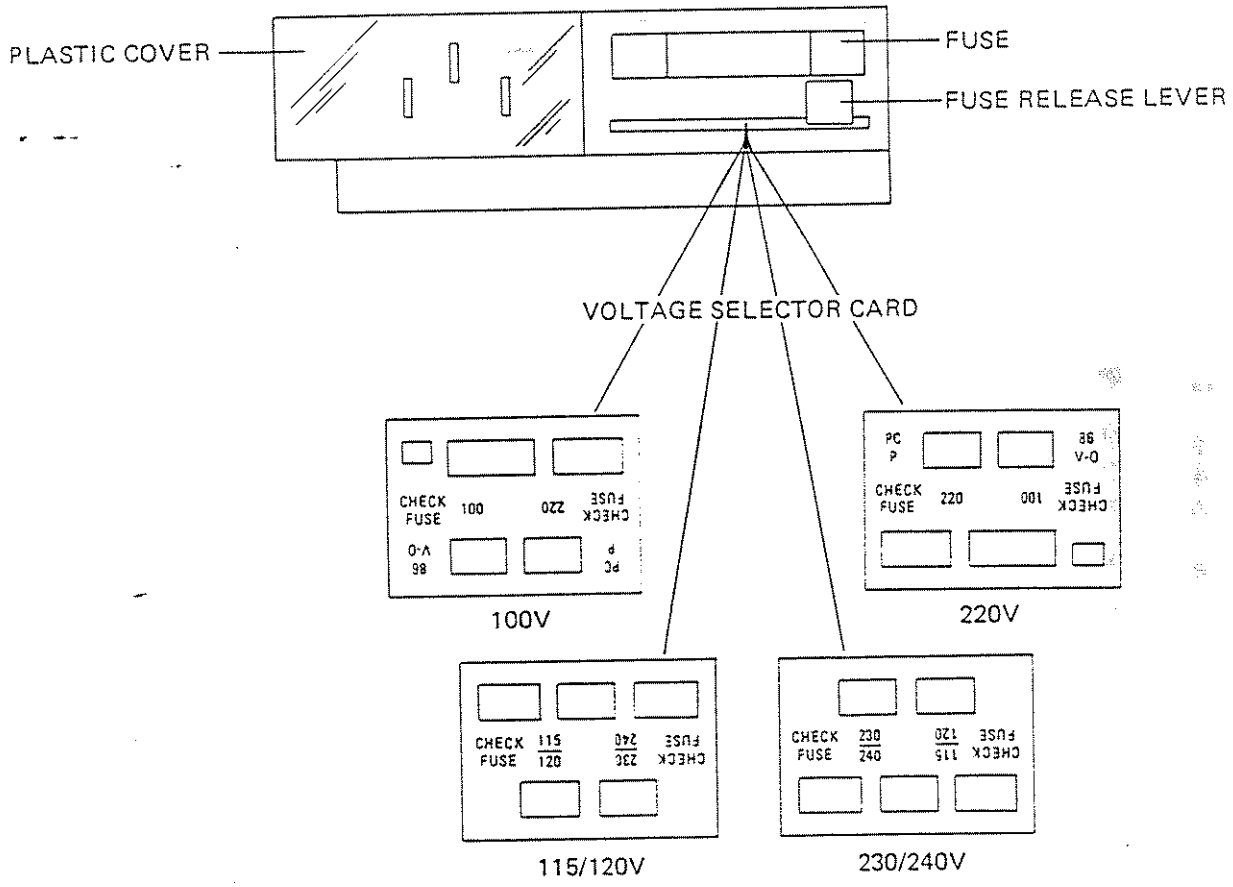

Figure 2.9 - AC Line Voltage Selection
2.7.2.1 The line voltage setting is easily changed by repositioning the small voltage selector card in its slot. Refer to Figure 2.9 and use the following procedure: